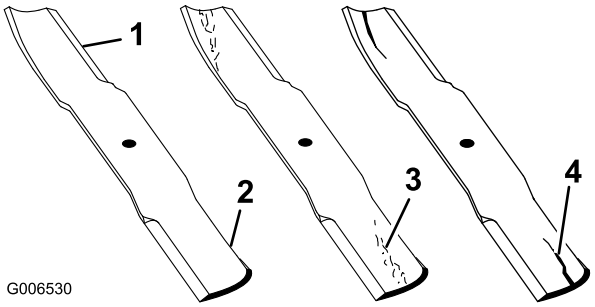
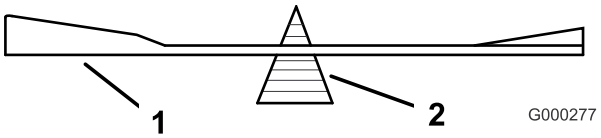

Figur 47
Figur 51
1. Kontrollera eggarna (Figur 47). Om eggarna är slöa eller har hack ska knivarna tas bort och slipas. Se Slipa knivarna.
2. Kontrollera knivarna, speciellt den böjda delen (Figur 47). Sätt omedelbart in en ny kniv om du upptäcker sprickor, slitage eller om ett spår har bildats i detta område (del 3. i Figur 47).
2. Kontrollera knivens balans med hjälp av en knivbalanserare (Figur 51). Om kniven stannar kvar i ett horisontellt läge är den i balans och kan användas. Om kniven inte är balanserad kan du fila bort lite metall från knivens segeldel (Figur 47). Upprepa proceduren tills kniven är balanserad.